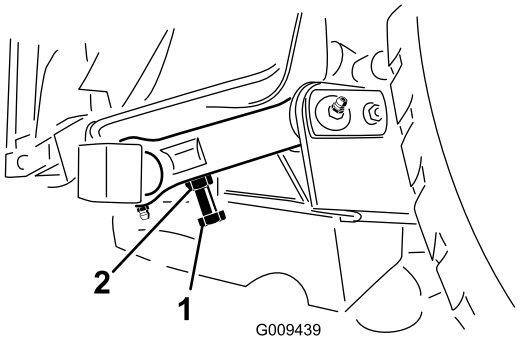

図 25
3. 距離の調整が必要な場合は、刈り込みデッキの後ピボットリンクについている調整ボルトを使用する 図 25。